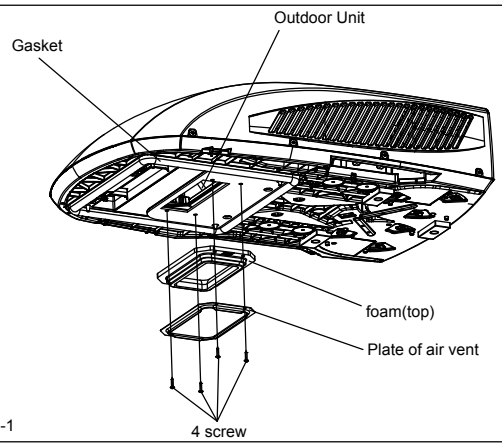

fig 5-1
3. Before installing the outdoor unit of recreational vehicle air conditioner on the vehicle's top, preinstall the plate of air vent and foam (upper) on the chassis of the outdoor unit with 4pc of screws (25mm long) (See fig.5-1) .